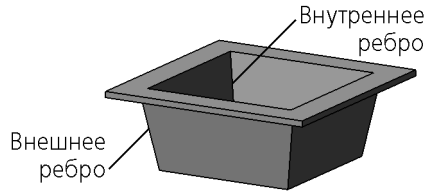

Рис. 112.4. Внутренние и внешние боковые ребра штамповки
**Боковые ребра** — ребра, образующиеся на стыках граней боковых стенок штамповки. При этом ребра, принадлежащие внутренним боковым граням штамповки, считаются **внутренними боковыми ребрами**, а принадлежащие внешним боковым граням — **внешними боковыми ребрами** (рис. 112.4).